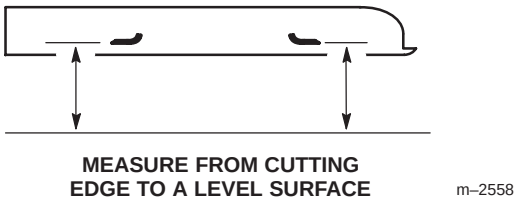

Figure 22
2. Measure from a level surface to the cutting edge of the blades (Fig. 22). Note this dimension.